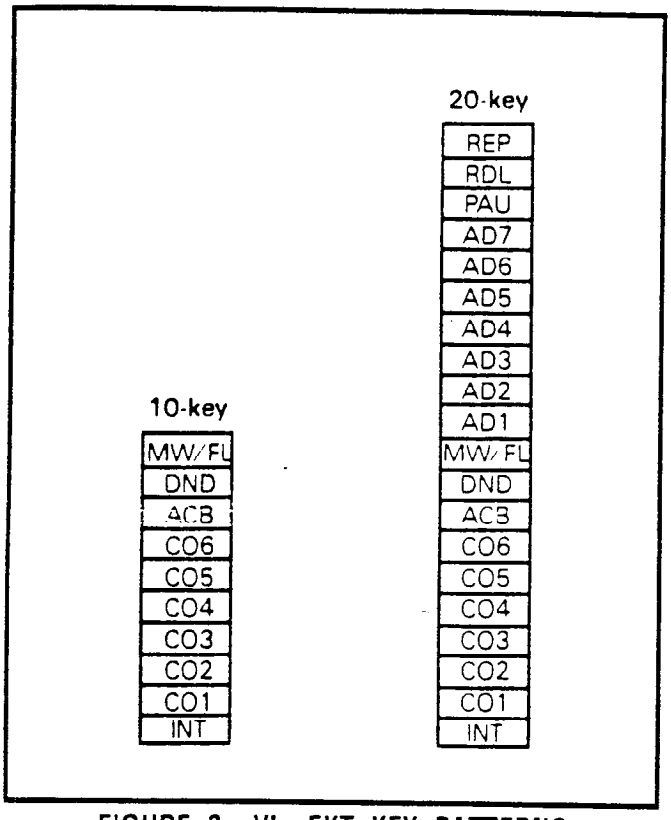

FIGURE 3—VIe EKT KEY PATTERNS
**STRATA VI_e only—see Figure 3.*